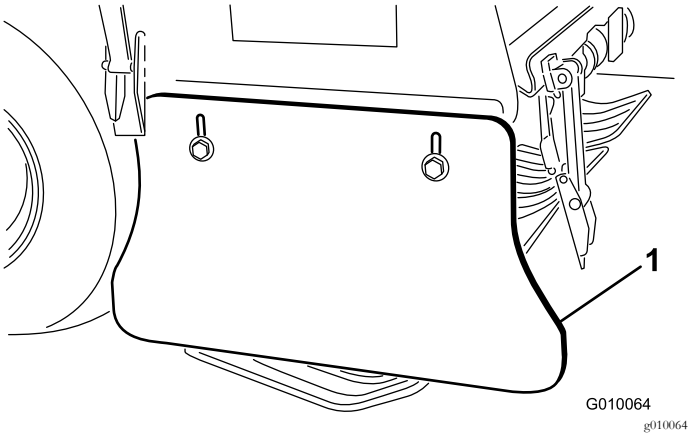

Rysunek 62
2. Poluzuj śruby i nakrętki mocujące osłonę boczną do ramy (Rysunek 62).